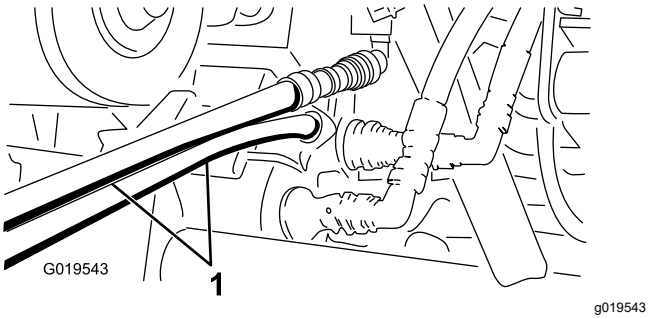

Figuur 75
5. Sluit de twee slangen op de andere machine aan op de koppeling die nog in de beugel van de koppeling zit (sluit de bovenste slang aan op de bovenste koppeling en de onderste slang op de onderste koppeling) (Figuur 75).